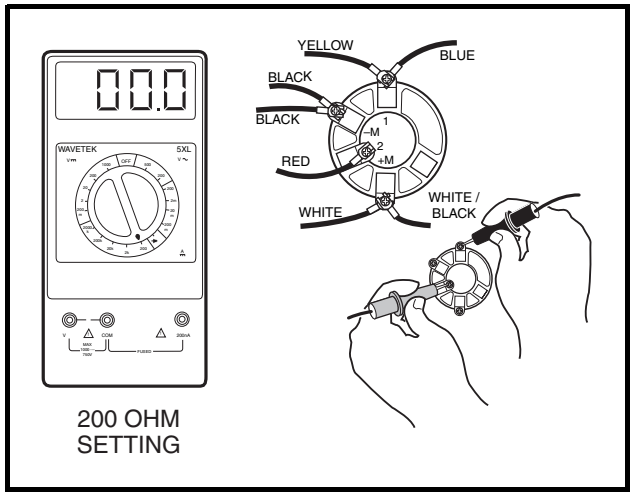

Figure 11-13 Key Switch Starter Circuit Test for Pedal-Start Vehicles
4.1. Insert the key and turn the key to ON. Place the red (+) probe of the multimeter on the (2) terminal and the black (–) probe on the (1) terminal of the key switch. The reading should be continuity. If the reading is incorrect, replace the key switch **(Figure 11-13, Page 11-20)**.